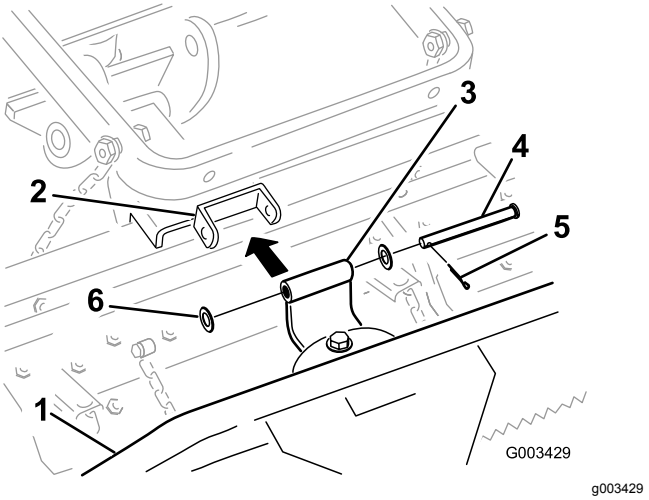

Figura 4
2. Conecte el soporte del pivote al rastrillo de dientes, tal y como se muestra en la Figura 4.